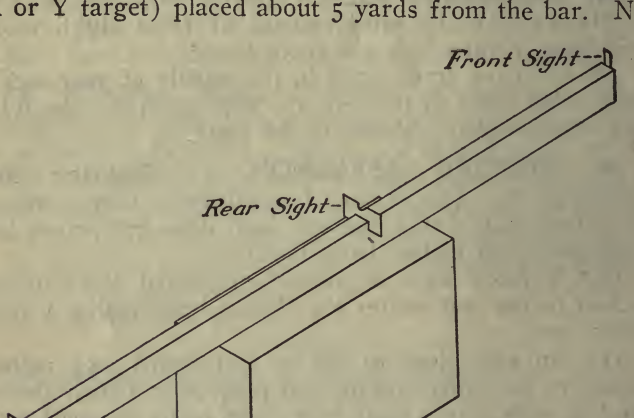

FIG. 7.—Sighting Bar.
56. SIGHTING APPARATUS. (1.) **Sighting Bar** (See Fig. 7). (a) A bar of wood about 1 by 2 inches by 4 feet with a thin slot one inch deep cut across the edge about 20 inches from one end;